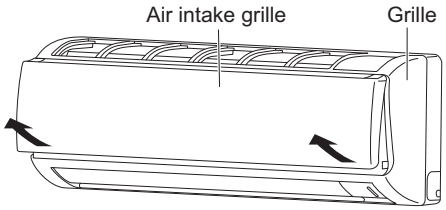

Fig. 2-208
(2) Double check with a carpenter's level or tape measure that the panel is level. This is important to install the unit properly. (Fig. 2-208)
(3) Make sure the panel is flush against the wall. Any space between the wall and unit will cause noise and vibration.
(1) Grasp both ends of the air intake grille, and remove it by opening towards the front and pulling towards you. (Fig. 2-208)